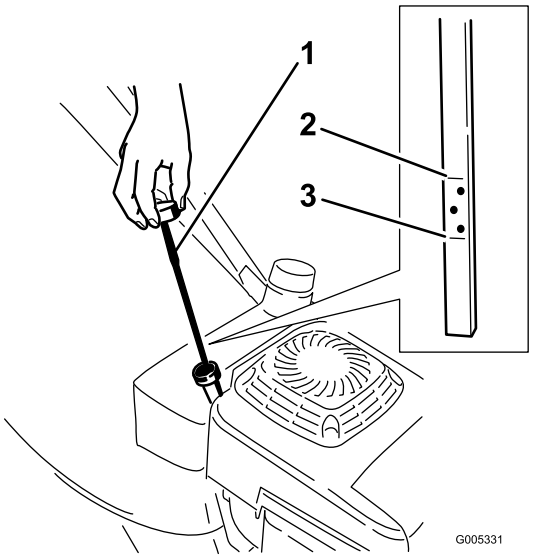

Figuur 8
Controleer voor elk gebruik of het oliepeil tussen Bijvullen- en Vol-markeringen op de peilstok staat (Figuur 8).
2. Maak de omgeving van de peilstok schoon (Figuur 8).
6. Haal de peilstok eruit en controleer het oliepeil (Figuur 8).